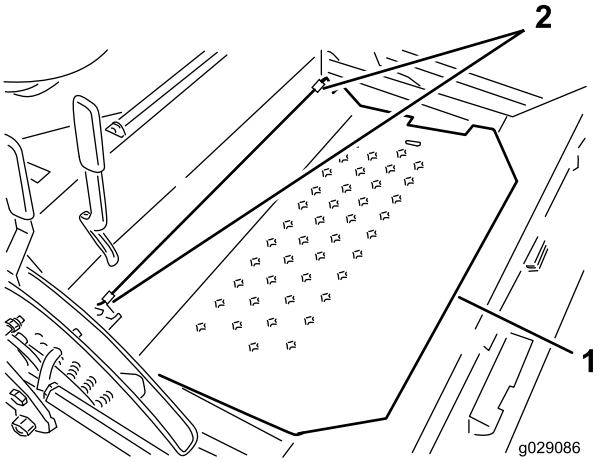

Figur 34
6. Forbind sædepladen til stellet ved at sætte drejetapperne i (Figur 34).